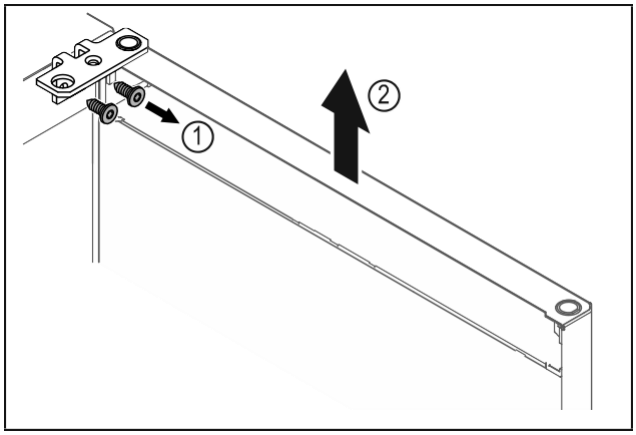

Fig. 12
- Scharnierwinkel *Fig. 12 (1)* abschrauben.
- Tür inklusive Scharnierwinkel *Fig. 12 (2)* circa 200 mm gerade nach oben heben und abnehmen.